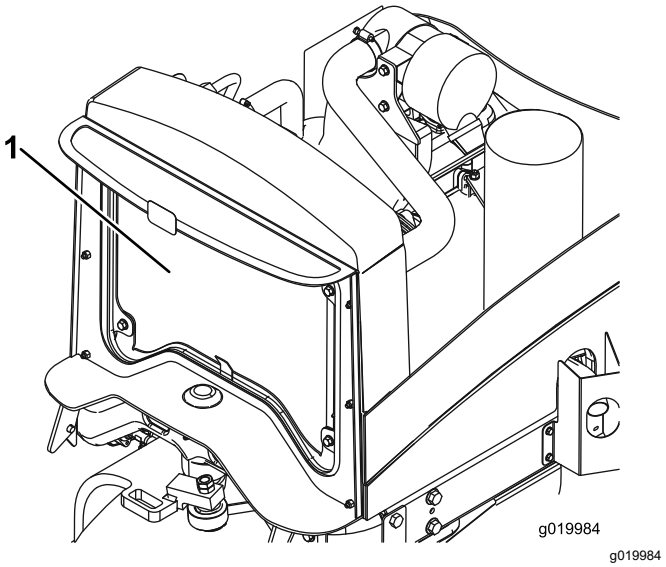

Figure 61
4. Nettoyez soigneusement les deux côtés du radiateur à l'air comprimé (Figure 61).